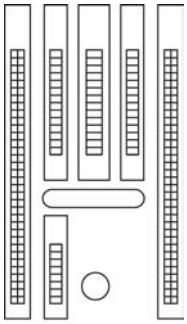
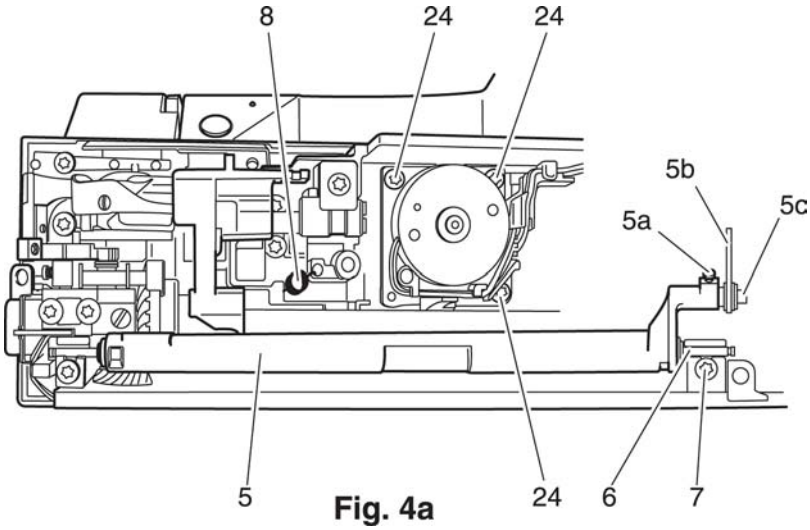

Fig. 4
Fig. 4a
With stitch program „1“, the distance of the feed dog to the right and left edges of the feeding slots must be equal (fig. 4).
- Loosen the three Torx screws 24 (fig. 4a) and turn the transverse-feed stepping motor until the feed dog is centered in the feeding slots (fig. 4).
- Lightly tighten the three Torx screws 24 (fig. 4a).
- If the adjustment is correct, tighten Torx screws 24 (fig. 4a).